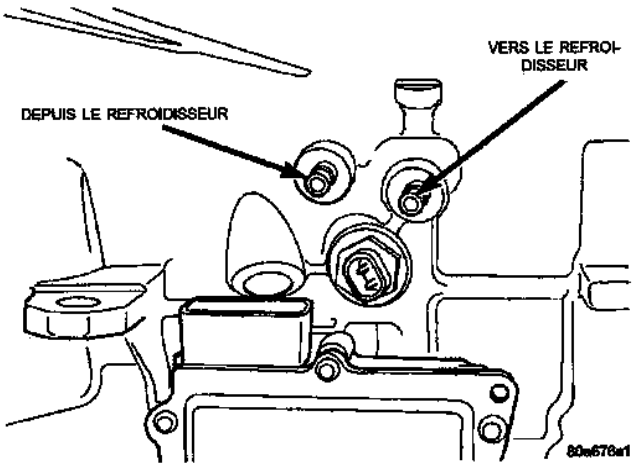

Fig. 6 Emplacement de la conduite de refroidissement
(1) Déconnecter les conduites de refroidisseur à la transmission.
(2) Se servir d'une pompe manuelle d'aspiration remplie de white spirit, pour effectuer le rinçage inverse du refroidisseur. Chasser le white spirit **depuis le refroidisseur** dans la conduite du refroidisseur (Fig. 6). Recueillir l'écoulement de white spirit de la conduite **vers le refroidisseur.** Observer la présence de débris dans le liquide qui s'écoule. Poursuivre jusqu'à ce que le liquide soit transparent et exempt de débris.